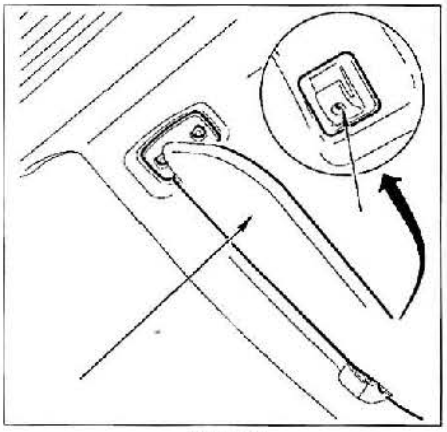

FIG. 72
• Desmontar los parasoles de ambos lados y sus soportes **(fig. 72)**.